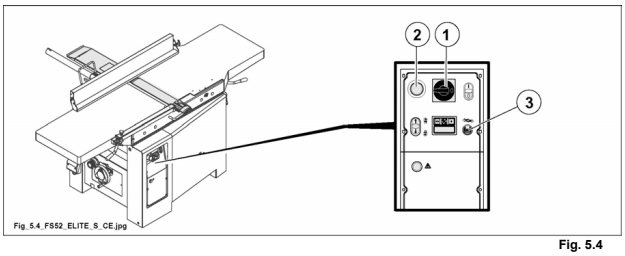

Fig. 5.4
- Assicurarsi che le emergenze (2 fig. 5.4) siano sganciate altrimenti sbloccarle ruotandole nel senso della freccia.
- Che il selettore di sblocco freno (3 fig. 5.4) sia ruotato sulla posizione (lampada spia spenta).
- L'interruttore generale (1 fig. 5.4) sia ruotato in posizione I (ON).